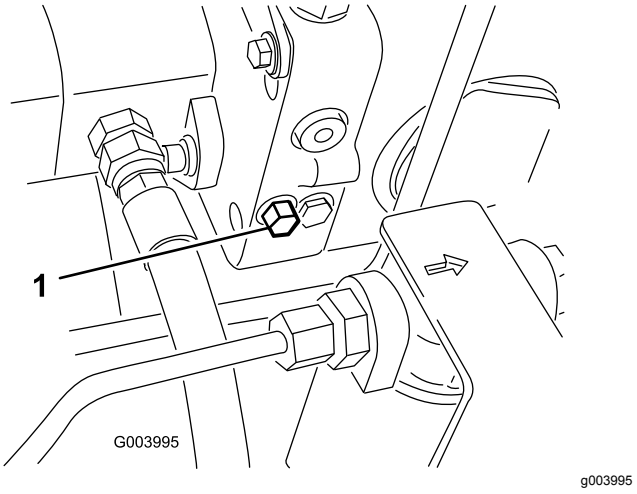

Figur 75
1. Drej omløbsventilens bolt 1½ omgang for at åbne den og lade olien løbe om internt (Figur 75).